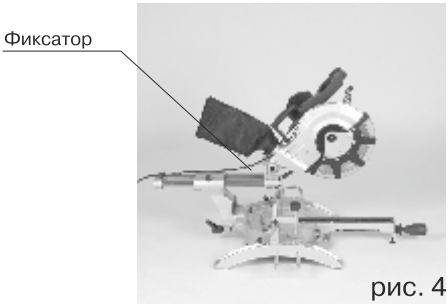

рис. 4
Регулировка угла резки на шпиндельной коробке (рис. 1.1-1.2, рис. 4, рис. 5.1-5.2)
- После вытягивания фиксатора (Рис. 4), корпус двигателя может быть наклонен на несколько фиксированных точек.